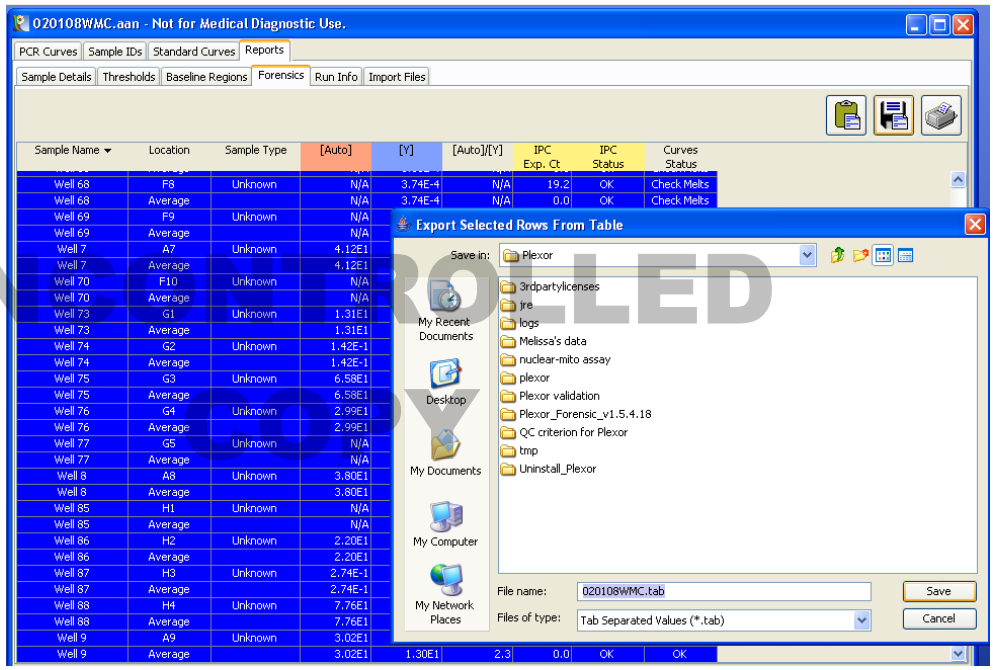

Figure 23. Biomek® Plate Import Prompt
4.2.5.18.4 Select all of the rows and click on the "export selected icon", shown highlighted in the upper right corner of Figure 23.